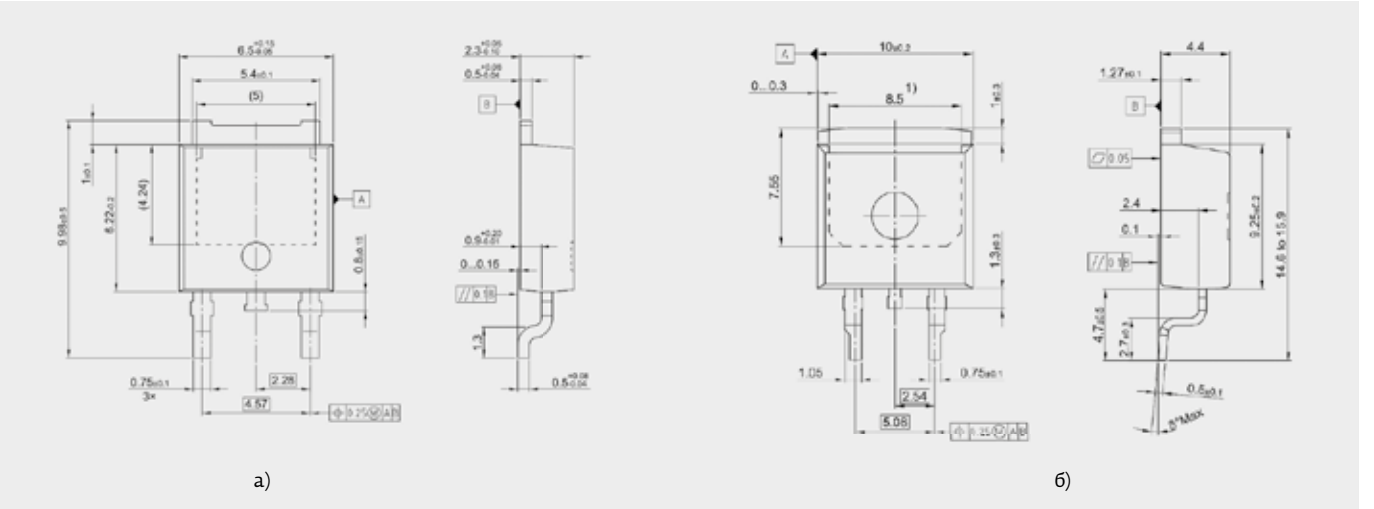

Рис. 5. Размеры (в мм) корпусов TO252/D-PAK (а) и TO-263/D2PAK (б)
TO252/D-PAK – пластиковый корпус для ПМ, обычно применяемый для силовых транзисторов и стабилизаторов напряжения, сегодня является одним из самых ходовых (рис. 5а). MOSFET в этом корпусе имеет три электрода: затвор (G), сток (D) и исток (S). Вывод стока (D) обрубается и не используется, а радиатор на задней панели используется как сток (D), который паяется непосредственно к ПП.
TO-263/D2PAK (рис. 5б) – вариант исполнения TO-220 для повышения производительности и рассеивания тепла, чаще всего встречается как MOSFET среднего напряжения от 30 В под большие токи до 150 А. TO263-2, TO263-3, TO263-5, TO263-7 отличаются количеством выводов и расстоянием между ними.